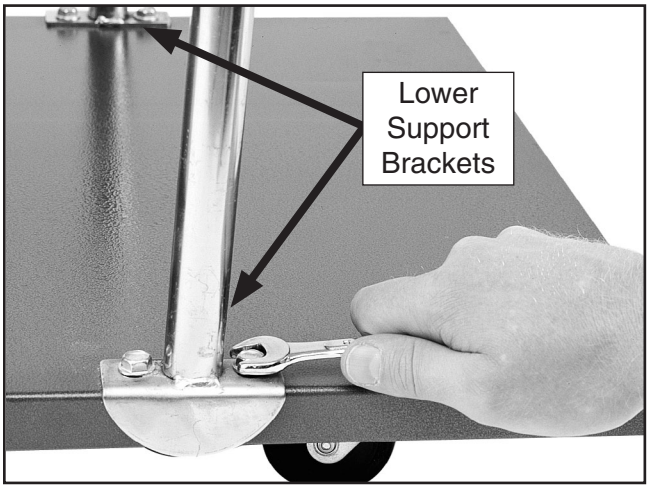

**Figure 7.** Mounting support bracket to base.
4. Attach the lower collector support brackets to the top edge of the base plate using (4) 5⁄16"-18 x ½" flange bolts, as shown in **Figure 7.**